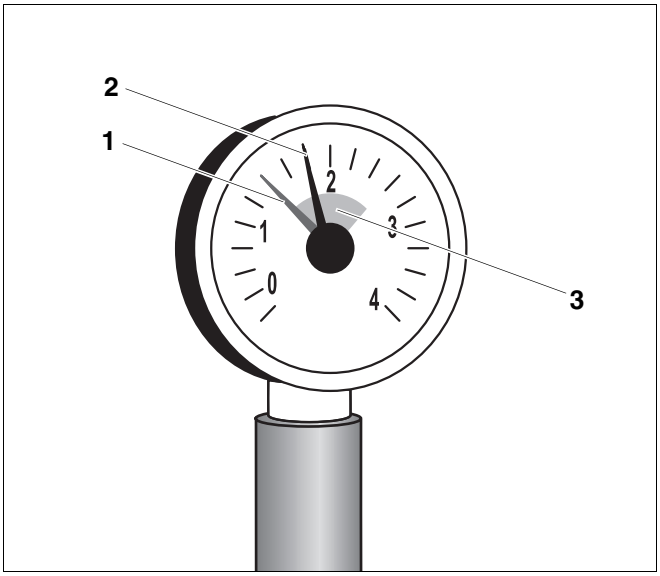

Afb. 25 Manometer voor gesloten installaties
Bij gesloten installaties moet de manometerwijzer (afb. 25, **pos. 2**) binnen de groene markering (afb. 25, **pos. 3**) staan.
De rode wijzer (afb. 25, **pos. 1**) van de manometer moet op de voor de verwarmingsinstallatie noodzakelijke druk ingesteld zijn.
Wanneer de manometerwijzer (afb. 25, **pos. 2**) zich niet binnen de groene markering (afb. 25, **pos. 3**) bevindt, is de waterdruk van de installatie te laag. U moet de verwarmingsinstallatie bijvullen met bijvulwater.